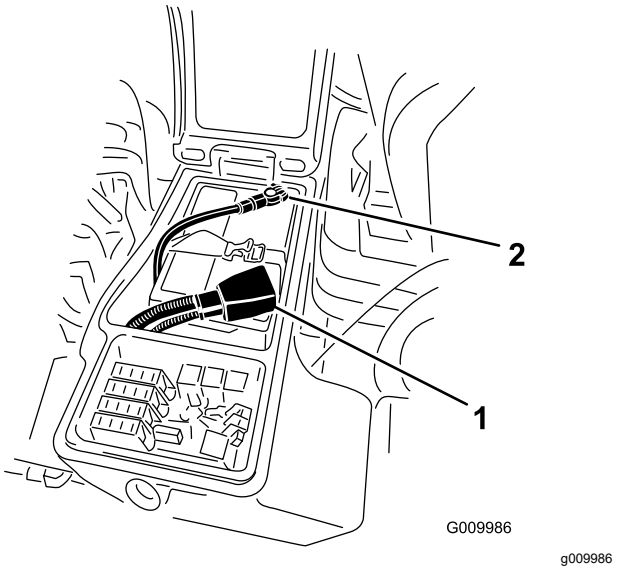

**Figuur 98**
3. Maak de minkabel (zwart) los van de minpool (-) en de pluskabel (rood) los van de pluspool (+) van de accu (Figuur 98).
aan de klem van minpool (-) van de accu (Figuur 98).